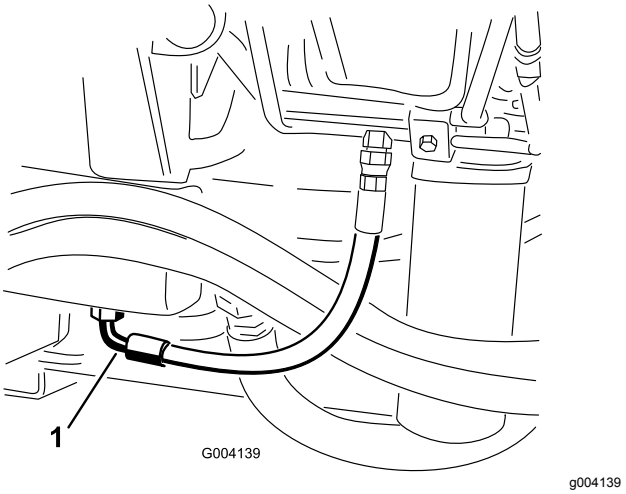

Figur 100
3. Plasser et stort tappefat under nippelen som er festet til bunnen av den hydrauliske væskebeholderen (Figur 100).